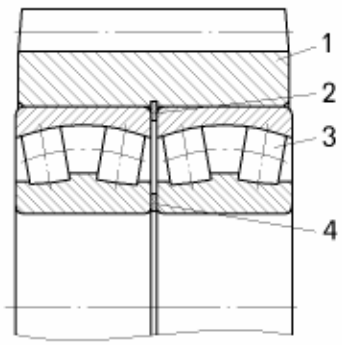

Рисунок 7.12 – Сателлит второго ряда в сборе:
– собрать сателлиты второго ряда (рисунок 7.12), установив в сателлит 1 стопорное кольцо 2, запрессовав подшипники 3 до упора в стопорное кольцо, предварительно установив между подшипниками дистанционное кольцо 4 и смазав маслом сопрягаемые поверхности сателлита;